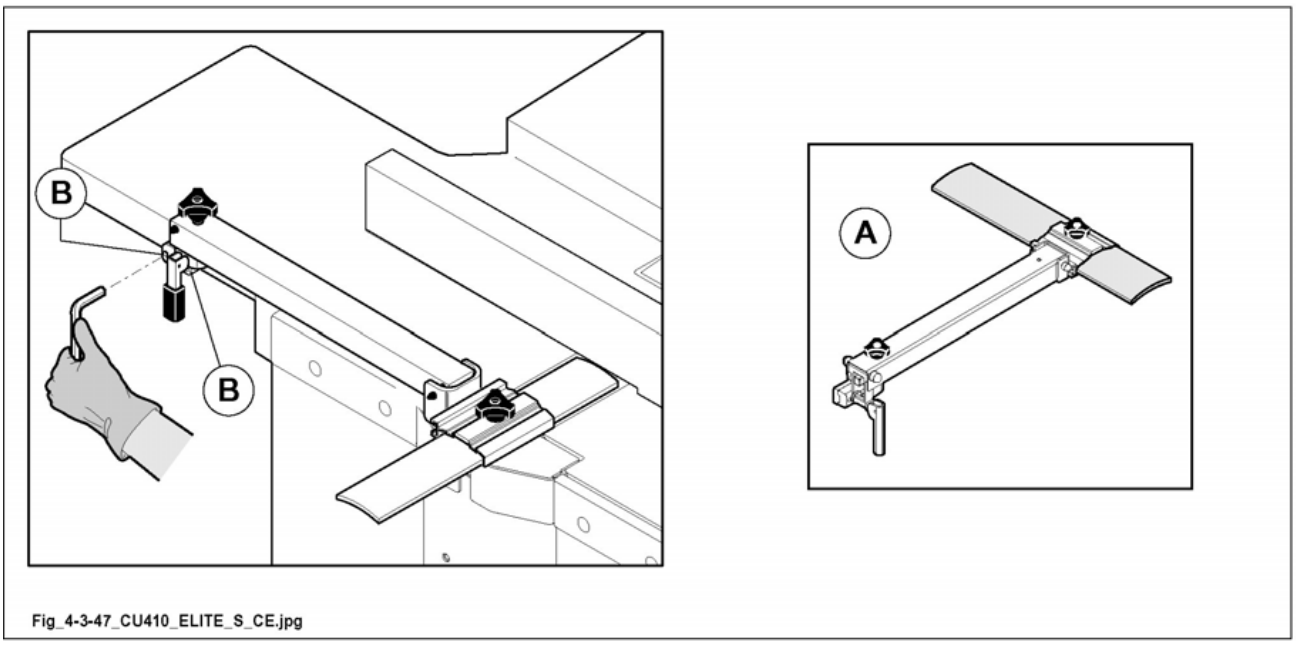

Fig. 4.3-47
For transport reasons bridge (A fig. 4.3-47) is demounted.
1) fit the protection (A fig. 4.3-47) into place as shown in the picture.
2) Screw the 2 retaining screws through the holes (B fig. 4.3-47).